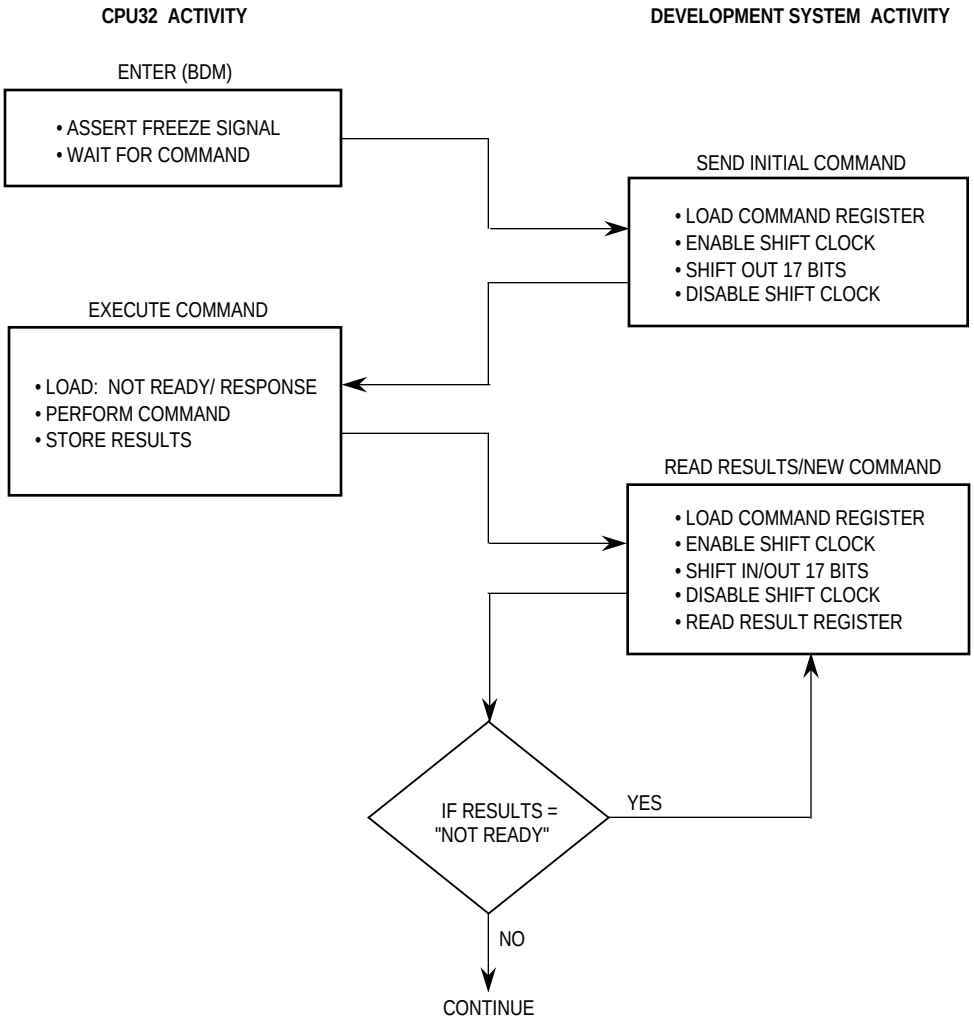

Figure 5-21. BDM Command Execution Flowchart
5.6.2.4 COMMAND EXECUTION. Figure 5-21 summarizes BDM command execution. Commands consist of one 16-bit operation word and can include one or more 16-bit extension words. Each incoming word is read as it is assembled by the serial interface. The microcode routine corresponding to a command is executed as soon as the command is complete. Result operands are loaded into the output shift register to be shifted out as the next command is read. This process is repeated for each command until the CPU returns to normal operating mode.